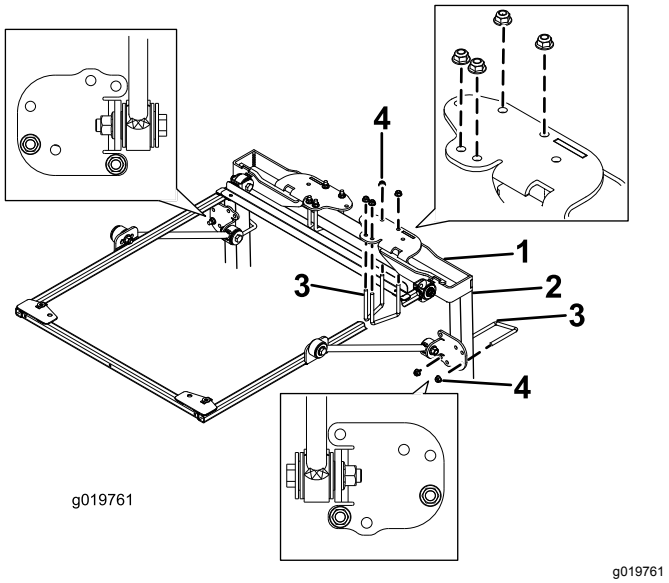

Figuur 3
4. Plaats de montagebeugels bovenop de rolbeugel van de tractie-eenheid (Figuur 3).
5. Gebruik de bevestigingsgaten in Figuur 3 om de montagebeugels bovenaan de rolbeugel te monteren met 2 U-bouten (4") en 4 flensmoeren.
6. Gebruik de bevestigingsgaten in Figuur 3 om de steunbeugels losjes op de rolbeugelstangen te monteren met een U-bout (4") en 2 flensmoeren.